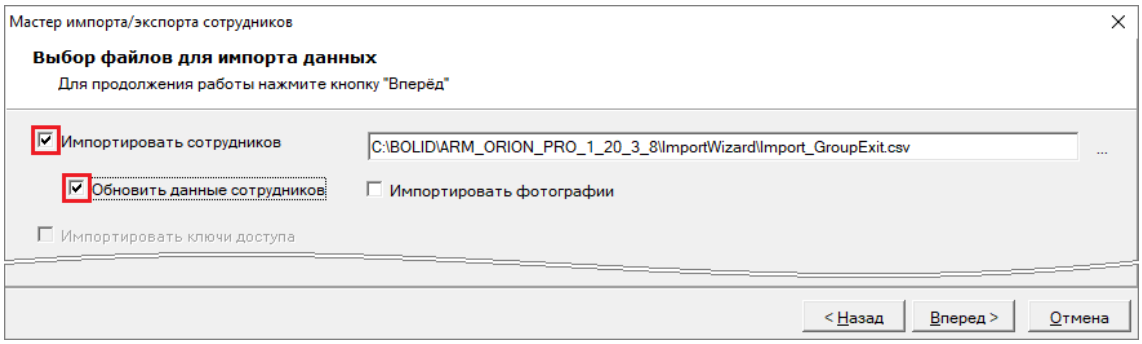

Рисунок 15-52 Выбор импорта в режиме обновления данных персонала
2) В шаге «Выбор файлов для импорта данных» (см. п. 15.4.1) выбрать импорт в режиме обновления данных персонала, то есть установить флаги для параметров «Импортировать сотрудников» и «Обновить данные сотрудников» (см. Рисунок 15-52);